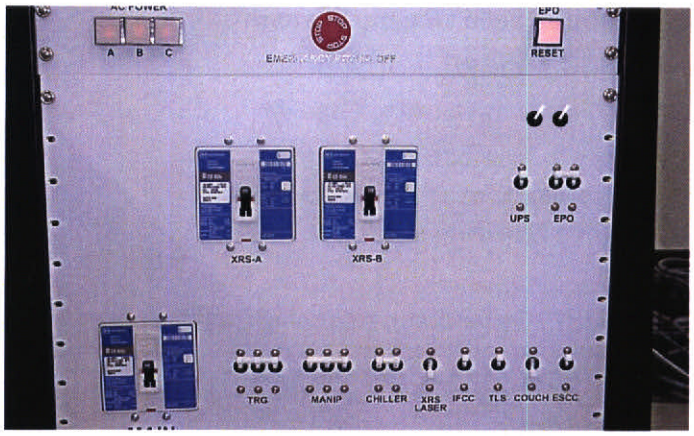

**Figure 2-7 PDU Power Distribution Unit**
- The PDU *(Figure 2-7, PDU Power Distribution Unit, Page 6)* supplies power to all components of the CyberKnife System. The customer supplies the power input to the PDU (see power section).